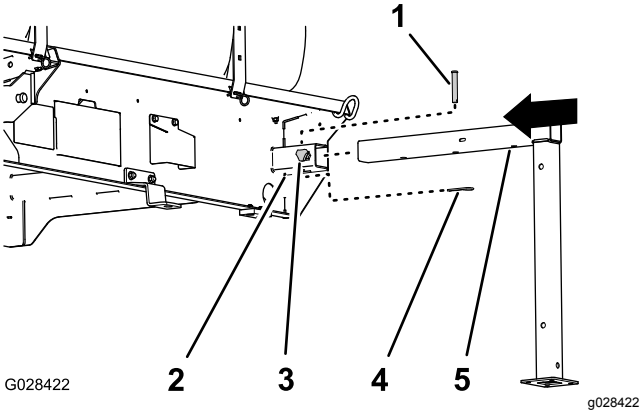

Figur 130
1. Ret den forreste donkraft ind efter donkraftens modtager foran på tanken (Figur 130).
2. Sæt donkraften i modtageren, indtil det midterste hul i det vandrette donkraftrør er på linje med hullet øverst på modtageren (Figur 130).
4. Skru et låsegreb på modtageren, og stram grebet ved håndkraft (Figur 130).